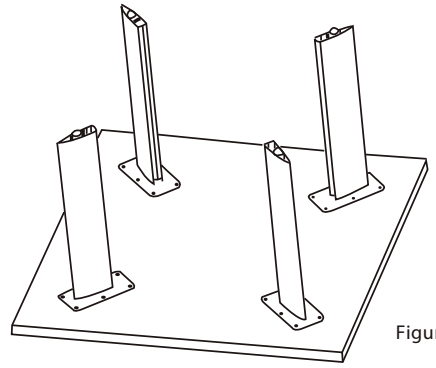

Figure 1
2. Place table upside down onto a soft surface. As shown in Figure 1, invert and position the bases onto the underside of the table and align the metal base plates with the inserts in the underside of the top.